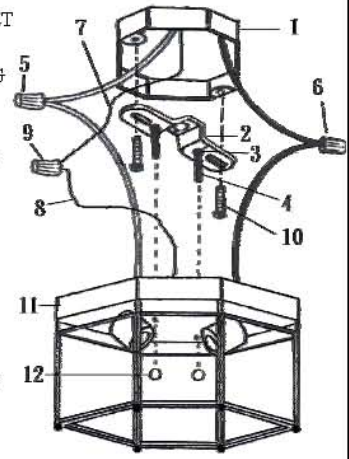

Fig.5
B) If the fixture uses a single 1/8"IPS NIPPLE(4) for mounting, thread the 1/8"IPS HEX NUT(3) onto the NIPPLE, and screw the NIPPLE into the MOUNTING BRACKET(2).without tightening the HEX NUT(3).(Fig.5)
2. Pull the power supply wires out from the OUTLET BOX (1) and mount the MOUNTING BRACKET (2) or the universal mounting plate to the OUTLET BOX(1), using MOUNTING SCREWS(10).
3. Attach the power supply wire to the fixture lead wire by connecting BLACK to BLACK(6),and WHITE to WHITE(5). Connect the FIXTURE GROUND WIRE (8) to the SUPPLY GROUND WIRE(7) using a WIRE NUT(9)(not included).
4. Place the CANOPY(11) on the fixture over the OUTLET BOX(1) and onto the fixture mounting screws (or NIPPLE) ,and adjust the #8-32 fixture mounting screws (or NIPPLE) until they protrude out from the CANOPY(11) 1/4". Remove the CANOPY(11) and secure the position of the fixture mounting screw (or NIPPLE) by tightening the HEX NUT(S)(3) against the MOUNTING BRACKET(2). Place the CANOPY(11) back onto the fixture mounting screws,(or NIPPLE), and secure into place using the DECORATIVE NUT(12) provided.